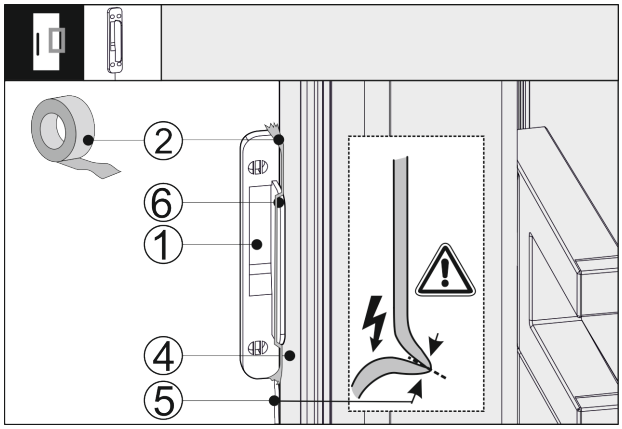

Fig. 42
▶ Așezați senzorul pentru ciocănit *Fig. 42 (1)* pe partea laterală a ușii aparatului *Fig. 42 (4)*, astfel încât opritorul *Fig. 42 (6)* să fie în contact cu ușa aparatului *Fig. 42 (4)*. Cablul senzorului *Fig. 42 (5)* este ușor tensionat și este de asemenea atașat la ușa aparatului *Fig. 42 (4)*.
▶ Fixați senzorul pentru ciocănit *Fig. 42 (1)* cu banda adezivă *Fig. 42 (2)*. Senzorul pentru ciocănit este înșurubat ulterior pe frontul mobilierului.